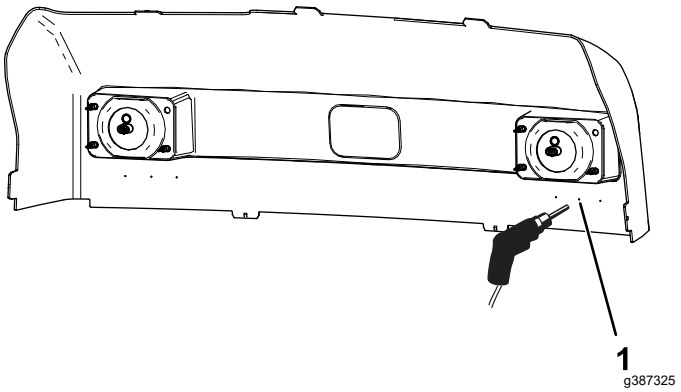

Figura 2
1. En el interior del capó, localice los 3 puntos bajo cada faro y encuentre el punto central, tal y como se ilustra en la Figura 2.